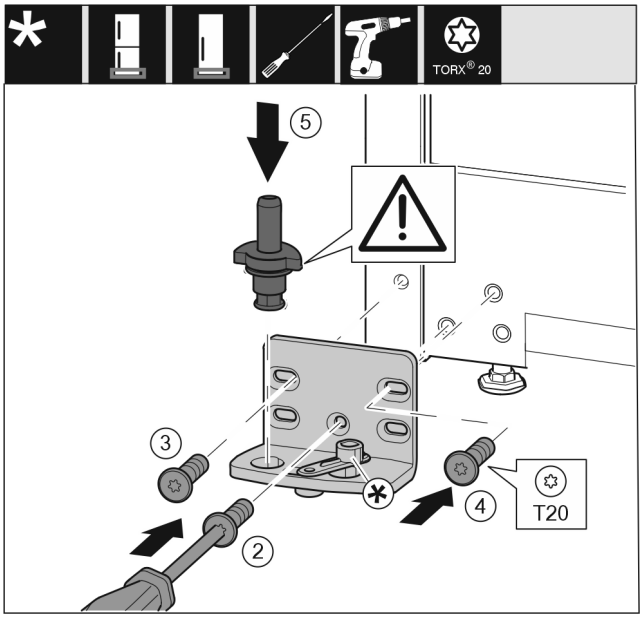

Fig. 16
- ▶ Установите опорный кронштейн с другой стороны и прикрутите с помощью отвертки T20. Начинайте с винта 2 снизу в центре. *Fig. 16 (2)*
- ▶ Затяните винты 3 и 4. *Fig. 16 (3,4)*
- ▶ Установите опорный палец в сборе. При этом следите за тем, чтобы выступ фиксатора был направлен назад. *Fig. 16 (5)*